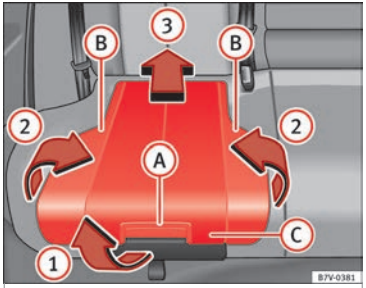

Fig. 28 Integrated child seats. lift up the cushion
- Pull the unlock lever ››› **Fig. 28** (A) on the cushion in the direction of the arrow ››› **Fig. 28** (1).
- Fold both sides ››› **Fig. 28** (B) up in the direction of the arrow ››› **Fig. 28** (2).
- Push the cushion ››› **Fig. 28** (C) back in the direction of the arrow ››› **Fig. 28** (3) until it engages.